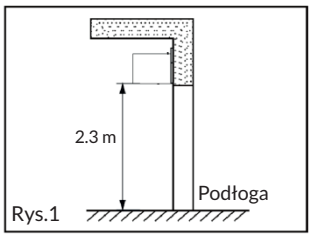

Rys.1
-Urządzenie należy zamontować wewnątrz pomieszczenia nad drzwiami. Nie instalować zbyt nisko, min. wysokość montażu to 2.3m od podłogi. Rys. 1.